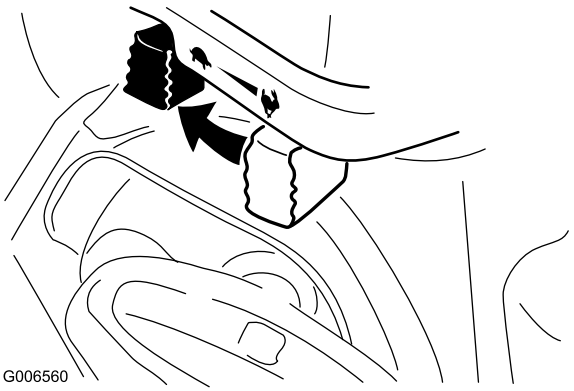

Bild 26
1. Schieben Sie die Gasbedienung in die Langsam-Stellung und dann in die Anhalten-Stellung (Bild 26).